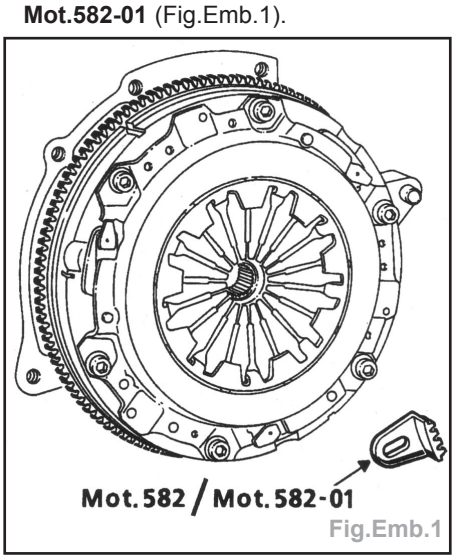

Fig.Emb.1
- Mettre le secteur d'arrêt **Mot.582** ou **Mot.582-01** (Fig.Emb.1).